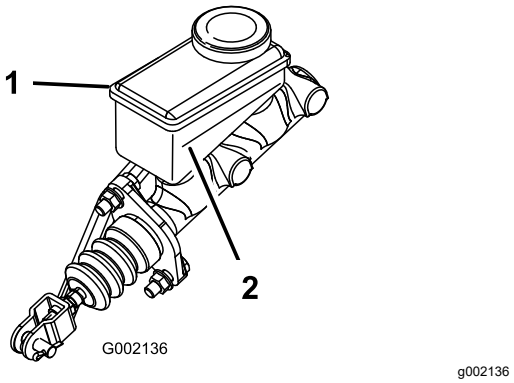

**Figuur 68**
5. Kijk naar de omtreklijn van het vloeistofpeil aan de zijkant van het reservoir (Figuur 68).
B. Giet DOT 3 remvloeistof in het reservoir tot het vloeistofpeil boven de Minimum-lijn staat (Figuur 68).